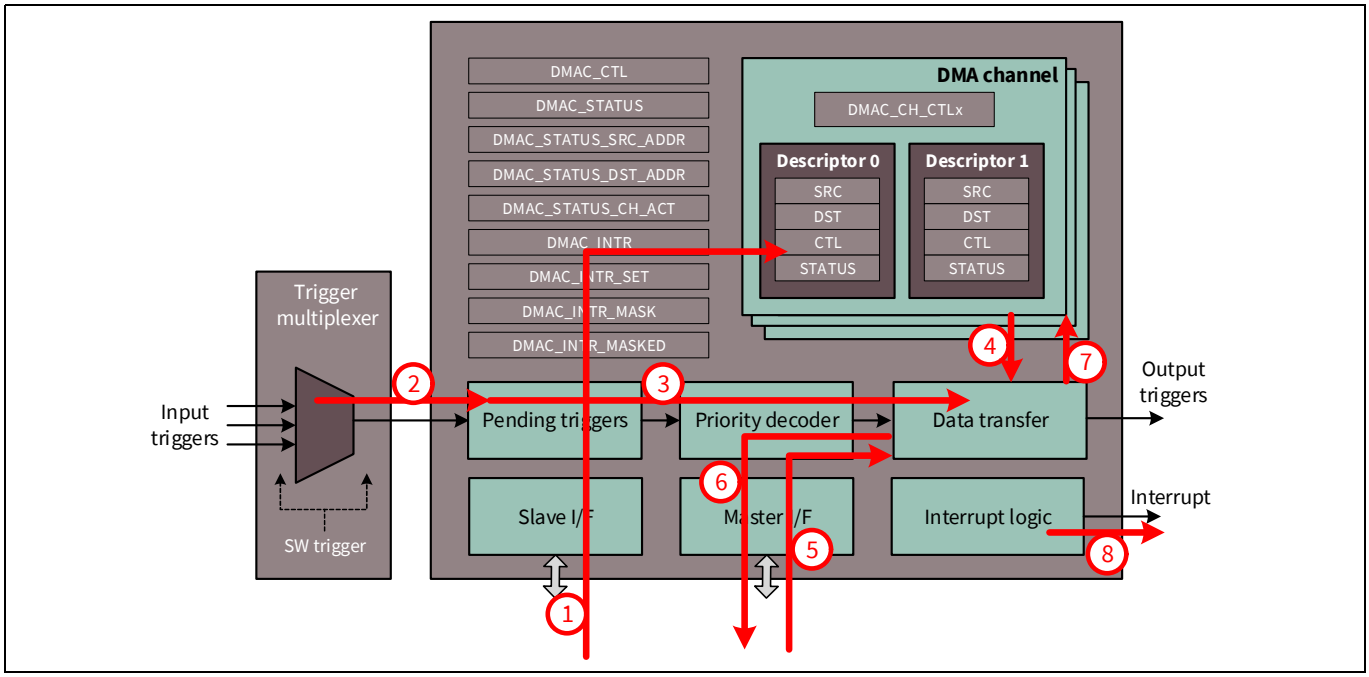

**Figure 6-10. Operational flow**
**Figure 6-10** shows the DMA controller design with a trigger, data, or interrupt flow superimposed on it.